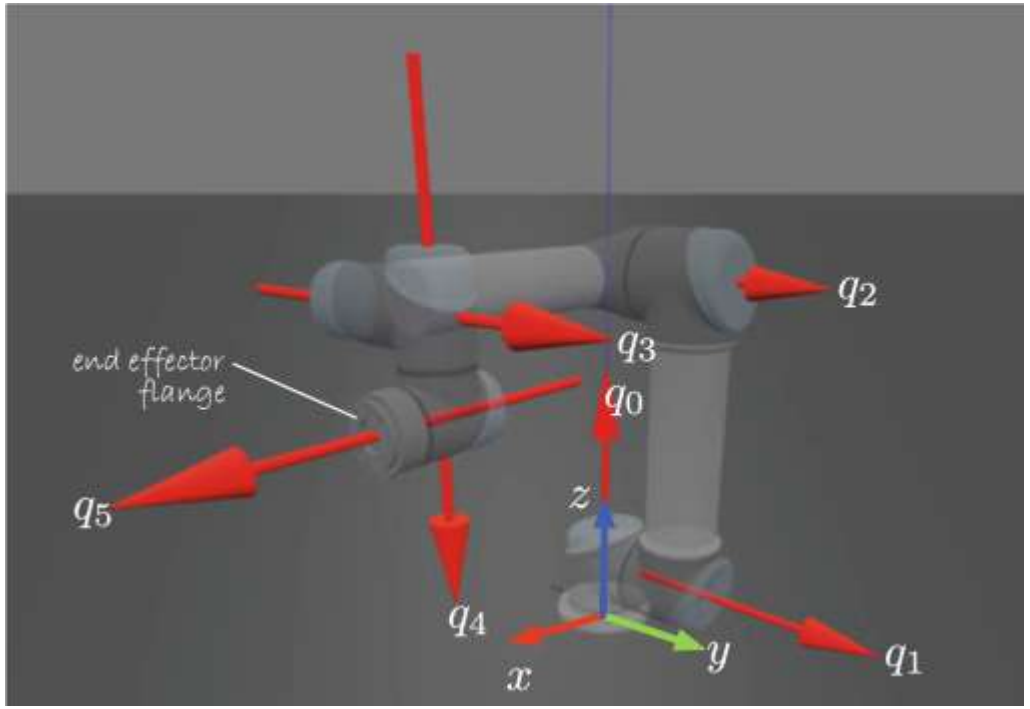

**Fig.8.2:** UR5 robot in joint configuration $q_1$.The end-effector $z$-axis points in the world $x$-direction.
- For a real 3-dimensional robot manipulator this ***Jacobian matrix*** can be numerically computed by the `jacob0` method of any Toolbox robot object, based on its Denavit-Hartenberg (DH) parameters.
- For the ***UR5*** robot in the pose shown in Fig. 8.2, the Jacobian is